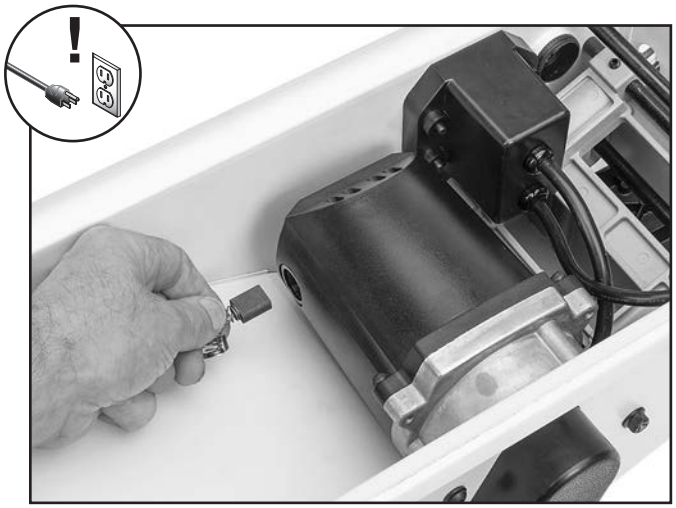

Figure 59. Example of removing motor brush.
4. Unscrew brush covers (see **Figure 59**).